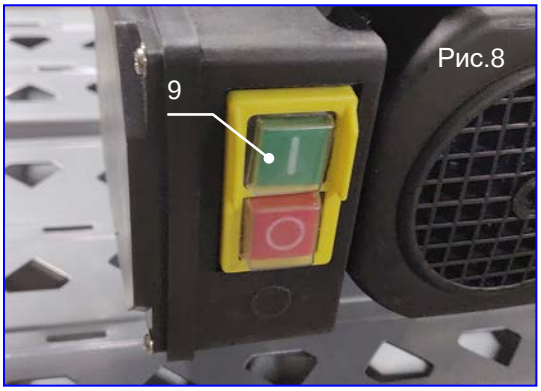

Рис.8
5. Переключите выключатель питания в положение «включено» (поз.9, рис.8)